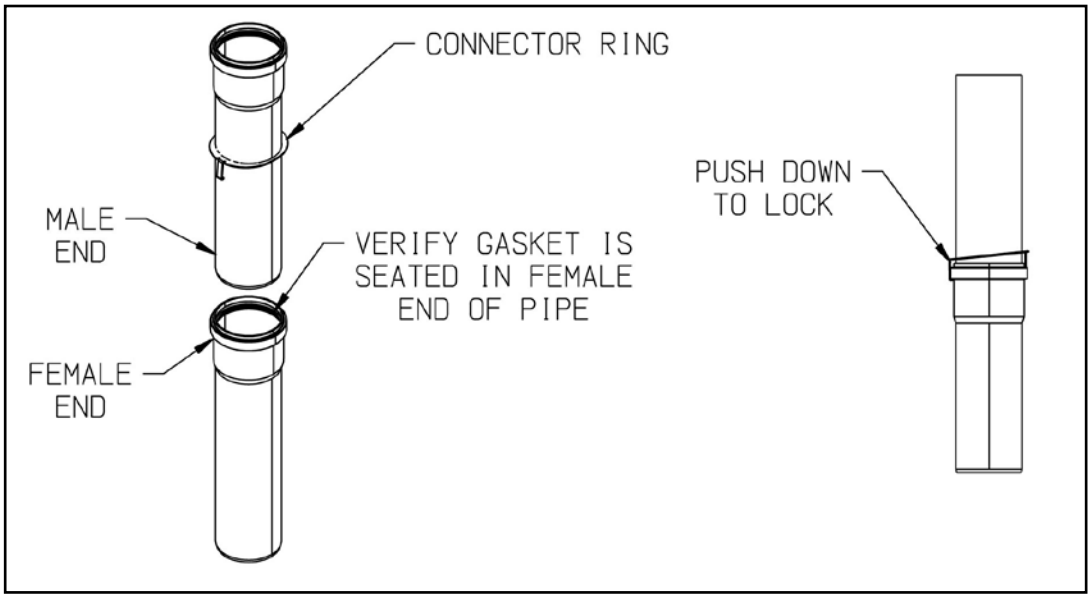

Figure 7.43: InnoFlue Connector Ring Installation
c. For each joint, verify that the gasket is evenly seated in the bell (female) end of the pipe. Lubricate this gasket with Centrocerin # IACE50. Slide a connector ring over the male end of the pipe to be joined as shown in Figure 7.43. Push the male end of the next section of pipe into the bell until it bottoms out, then back out 1/4" to provide room for thermal expansion. Push hook on connecting ring over the bell end of the first section of pipe as shown in Figure 7.43.